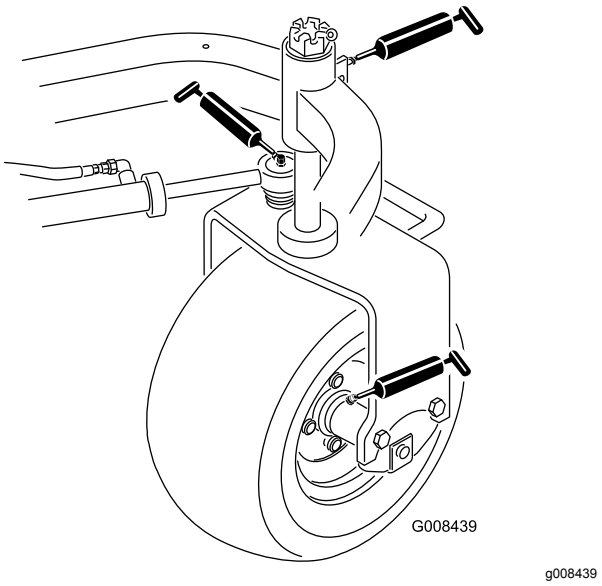

Figur 29
- Bageste hjulnav (1) (Figur 29)
- Styrehjulets leje (1) (Figur 29)
- Styretøjscylinderen (2) (Figur 29)